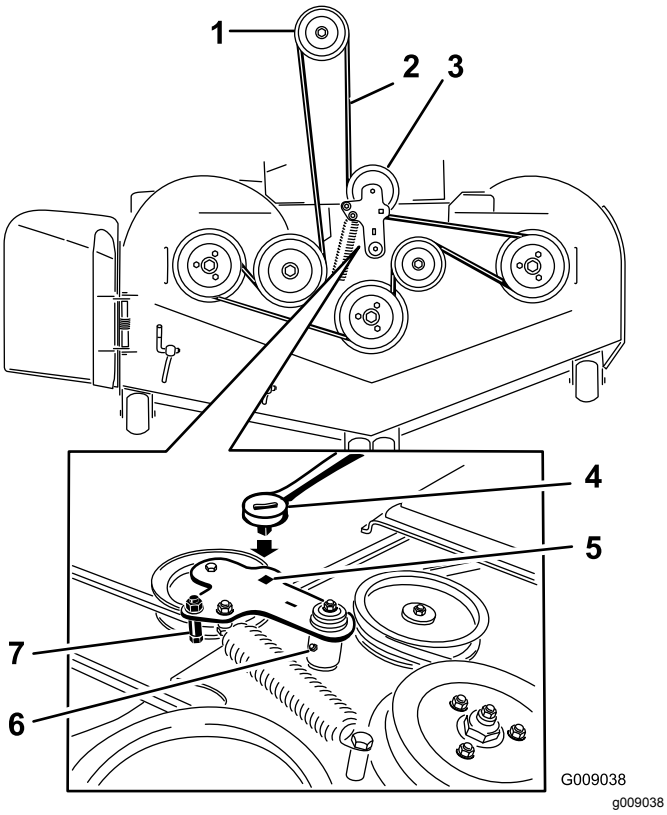

Figur 106
5. Løft vognbunden op, og stik en skralde i det firkantede hul i skjoldstyrearmen (Figur 106).
6. Drej skjoldstyrearmen med uret, og tag plæneklipperremmen af (Figur 106).